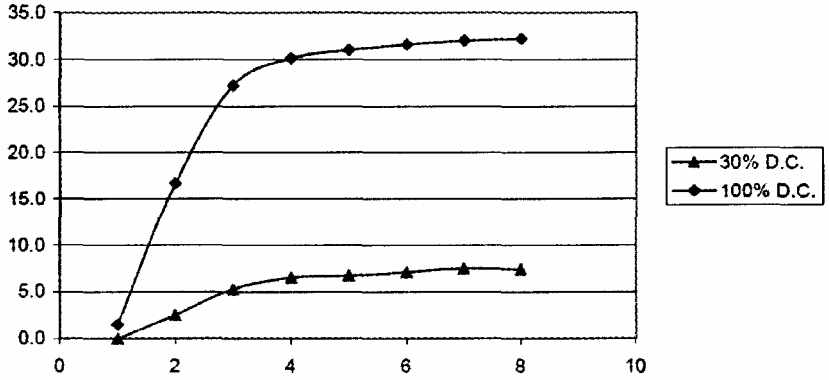

Рис. 318
2. Зависимость между ходом клапана и потоком газа (30% и 100% рабочих циклов), (Рис. 318).